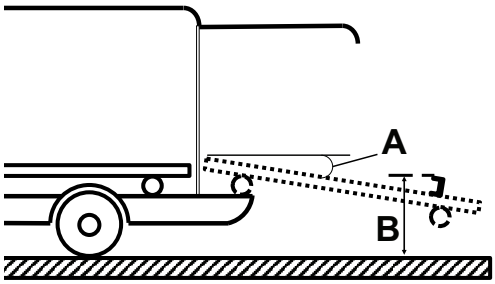

Рисунок 14 – Спецификации пластины защелки и загрузочного лотка
- Угол (A) загрузочного лотка не превышает 16° (Рисунок 14)
- Высота (B) от верха пластины защелки до пола должна составлять от 28,0 дюйма (71,1 см) до 29,4 дюйма (74,7 см) (Рисунок 14)